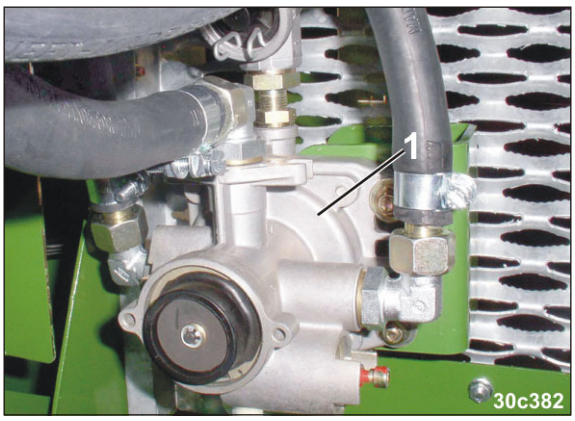

Fig. 57
- en anhængerbremseventil (Fig. 57/1).